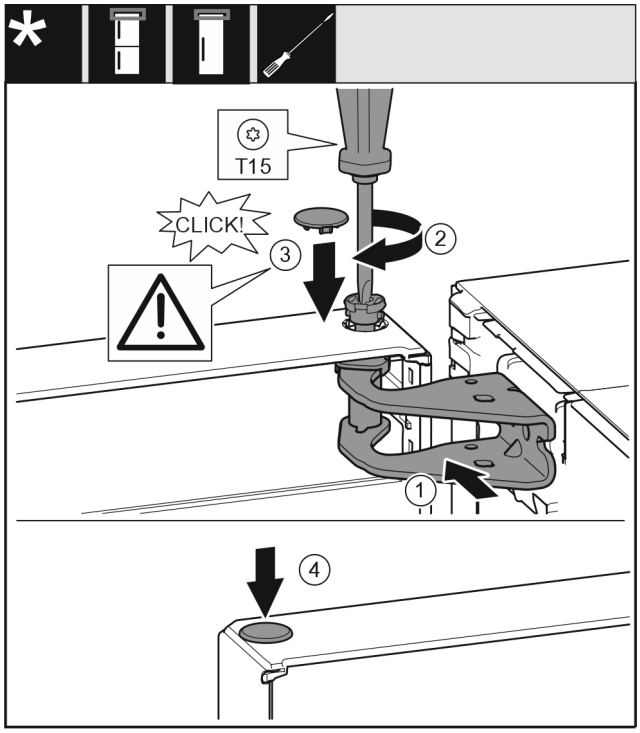

Fig. 21
- ▶ Aligner la porte en haut sur l'ouverture du support de palier *Fig. 21 (1)*.
- ▶ Insérer l'axe *Fig. 21 (2)* et le serrer avec un tournevis.
- ▶ Installer le couvercle *Fig. 21 (3)*.
- ▶ Vérifier que le couvercle *Fig. 21 (3)* repose bien sur la porte.
- ▶ Installer le couvercle *Fig. 21 (4)*.